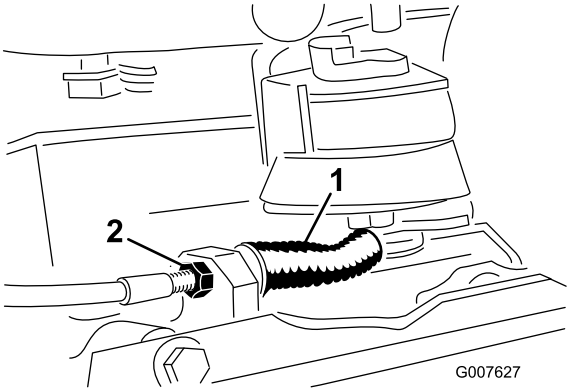

Figur 37
- Du reduserer kabelspenningen ved å løsne den fremre kabellåsemutteren og stramme den bakre låsemutteren (Figur 37). Gjenta trinn 1 og 2, og juster på nytt om nødvendig.
- Du øker kabelspenningen ved å stramme den fremre kabellåsemutteren og løsne den bakre låsemutteren (Figur 37). Gjenta trinn1 og 2, og juster på nytt om nødvendig.